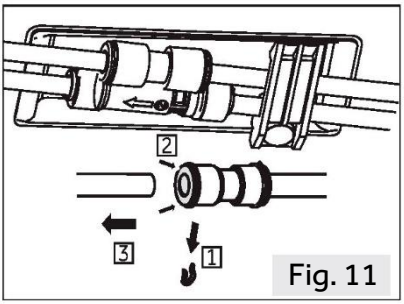

Fig. 11
1. Slipp venstre side av to vannkoblinger i fremre venstre hjørne nederst på apparatet: trykk og hold inn kragen som vist og fjern vannrøret (Fig.11).